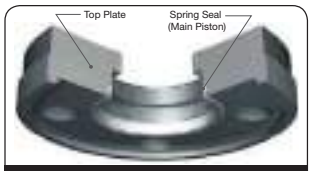

Figure 50: Top Plate (39PV07)
a. Lubricate the Spring Seal (Main Piston) and Top Plate gland. Install the Spring Seal (Main Piston) into Top Plate. The spring should be oriented as shown in Figures 50 or 51.
a. Lubricate the Spring Seal (Main Piston) and Top Plate gland. Install the Spring Seal (Main Piston) into Top Plate. The spring should be oriented as shown in Figure 50.